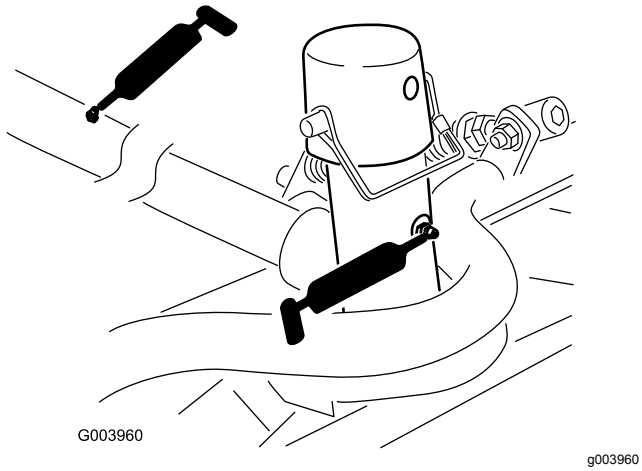

Figure 45
- Bâti porteur de plateau de coupe et pivot (x 2) (Figure 45)